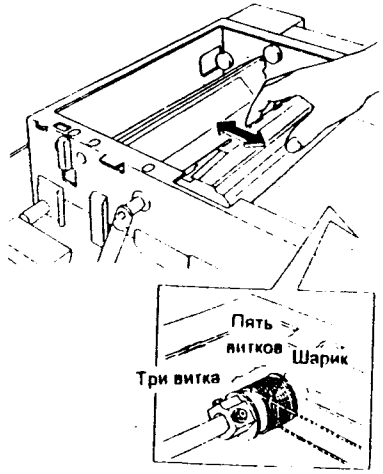

Рис. 10 NZM-0064
5. (Рис. 10): Выровняйте намотку на шкиве ведущего валика, держа каретку полного хода рукой и двигая ее влево-вправо.